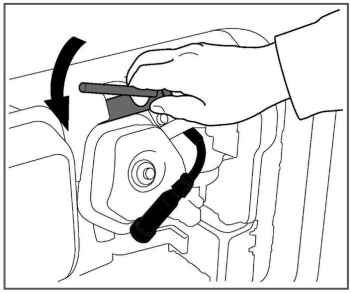

Рис. 28 Обслуживание свечи зажигания
2. Открутите свечу зажигания свечным ключом (Рис. 28).